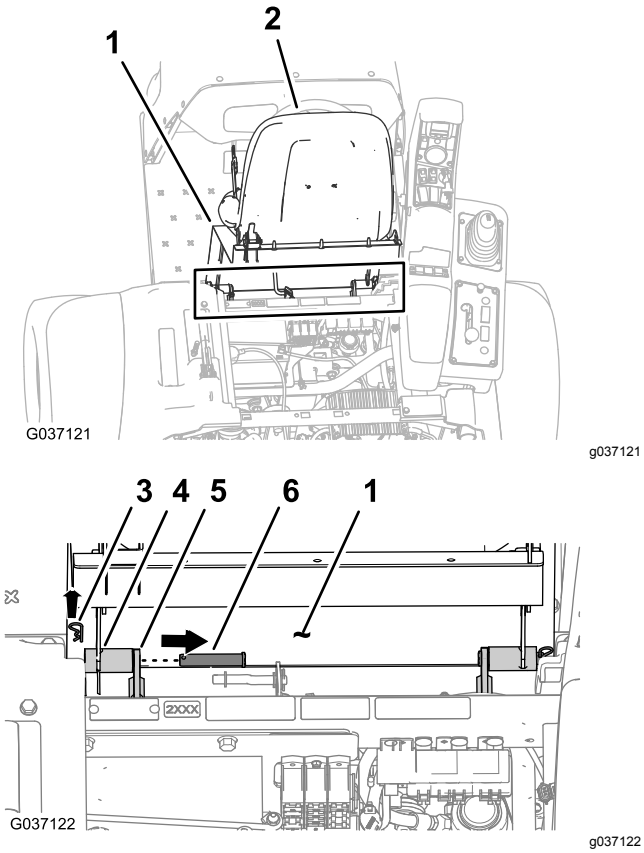

Rysunek 7
3. Odłącz 2 zawleczki przytrzymujące mocowanie osi obrotu na płycie fotela do wsporników na ramie (Rysunek 7).
4. Wyjmij 2 sworznie osi obrotu mocujące fotel z płytą fotela do ramy (Rysunek 7).